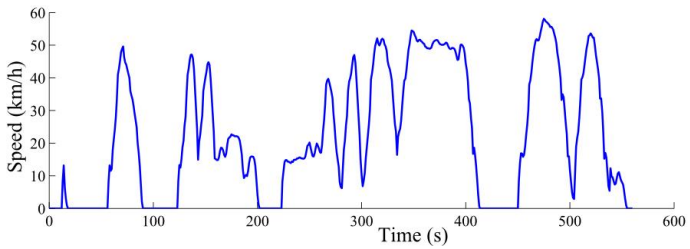

Figure 1 : Urban driving cycle
- le cycle de conduite (fig.1),